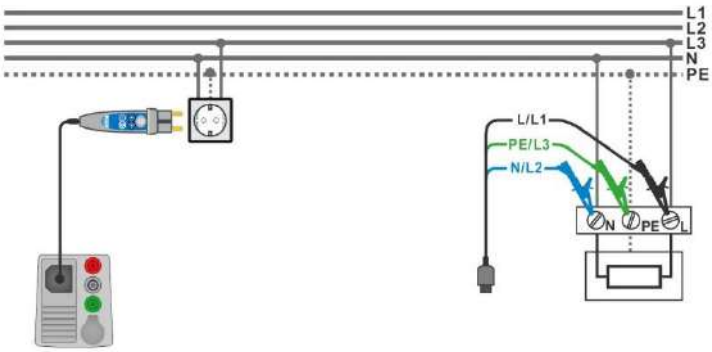

Figure 7.119: Connection of Plug commander and 3-wire test lead
- Connect 3-wire test lead or Plug commander to the object under test, see ***Figure 7.119***.